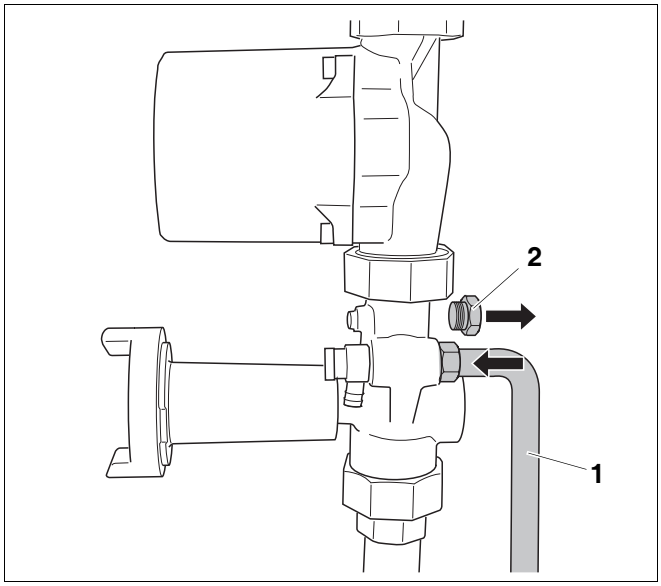

Bild 14 Anschließen Ausdehnungsgefäß
- Blindkappe (Bild 14, **Pos. 2**) entfernen und Rohrleitung anschließen.
- Ausdehnungsgefäß (Zubehör) über eine Rohrleitung (Bild 14, **Pos. 1**) beim Anschluss über der blauen Wartungsarmatur (Rücklauf) einbauen.